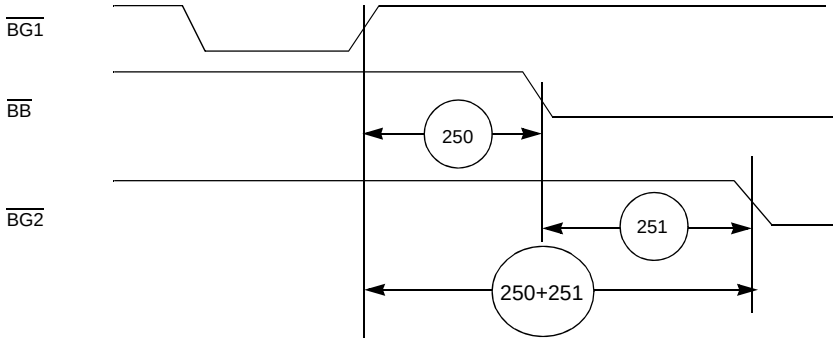

Figure 2-26. Asynchronous Bus Arbitration Timing
4. In order to guarantee timings 250, and 251, $\overline{BG}$ inputs must be asserted to different DSP56300 devices on the same bus in the non-overlap manner shown in **Figure 2-26**.